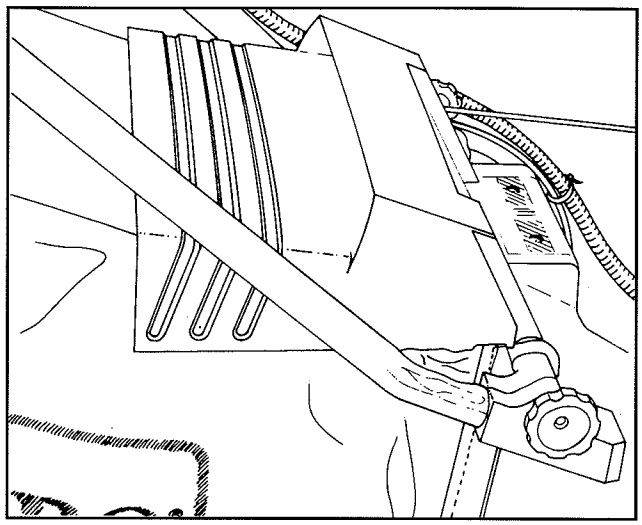

Figure 5
2. Laisser le volet d'éjection reposer sur le dessus du sac (fig. 5).